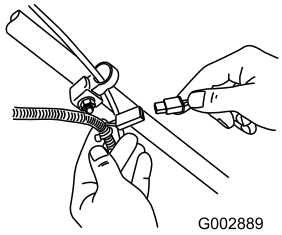

Figur 23
1. Koble laderen til gressklipperens ledningsfastspenner som sitter under tenningsnøkkelen (Figur 23).